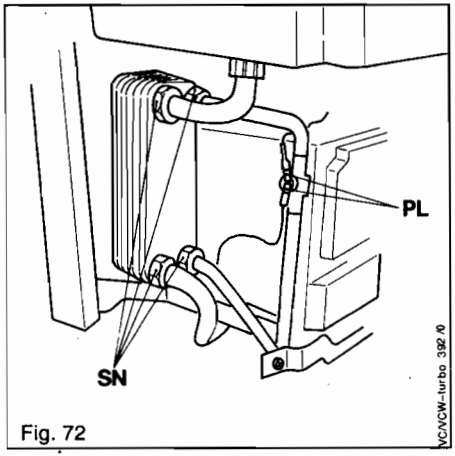

Fig. 72
14.20 Change of D.H.W. heat exchanger (Fig. 72)